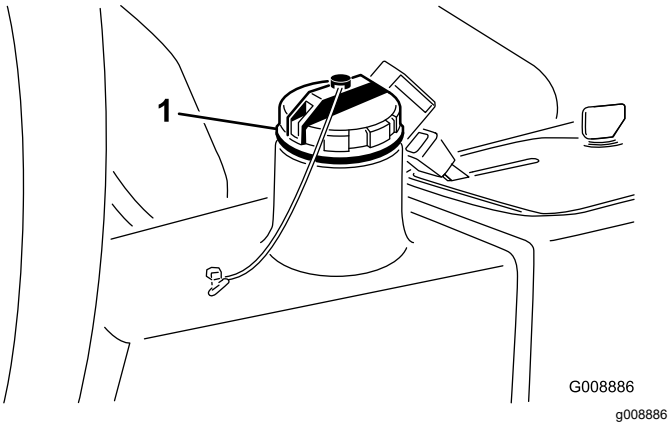

Figur 81
4. Fyll beholderen (Figur 81) med omtrent 13,2 liter hydraulikkvæske. Se Kontrollere det hydrauliske systemet (side 23).